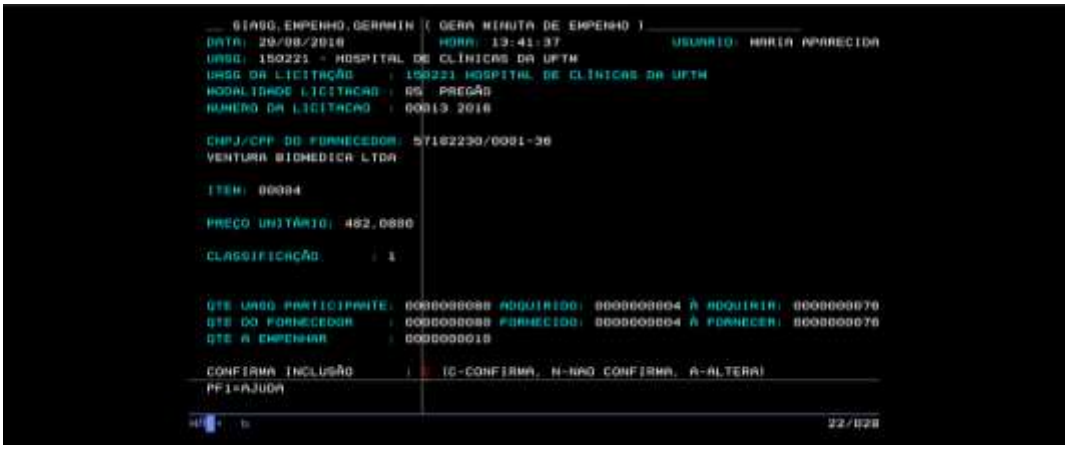

Figura 19: Confirmar
- Incluídas as referidas informações deverá ser aplicado o comando pertinente a cada situação, quais sejam "C" Confirma (Em Regra); "N" Não confirma; ou "A" Altera (Figura 19);